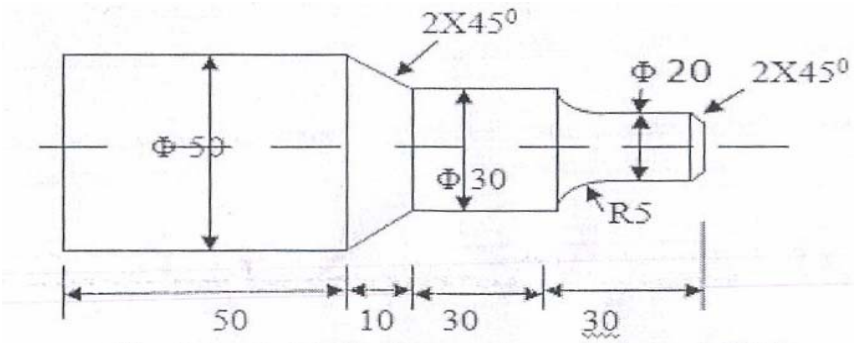

Fig.No.1 (All dimension are in MM)
b) Write a CNC program in G and M code to turn a part as shown in fig No. 1. Also write a remark for each block. **[12]**